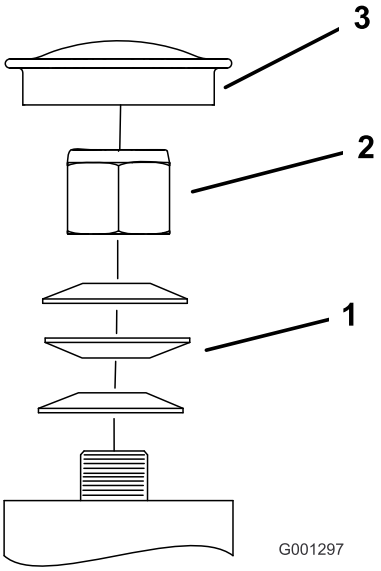

Figure 58
3. Retirez le capuchon antipoussière de la roue pivotante et serrez le contre-écrou (Figure 58).
4. Continuez de le serrer jusqu'à ce que les rondelles élastiques soient aplaties, puis desserrez-le de 1/4 de tour pour obtenir la précharge correcte des roulements (Figure 58).
Important: Veillez à placer les rondelles comme illustré (Figure 58).
5. Remettez le capuchon antipoussière en place (Figure 58).